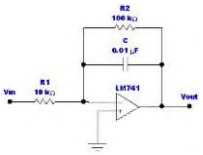

Рис.1
4.Является ли схема на рис. 1 идеальным интегратором входного напряжения?